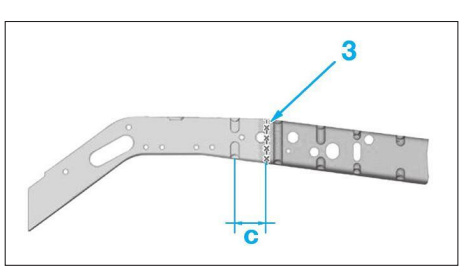

**FIG. 10**
• Tracer puis découper la partie avant du renfort longeron neuf selon la ligne de coupe (3) **(Fig.10)**.